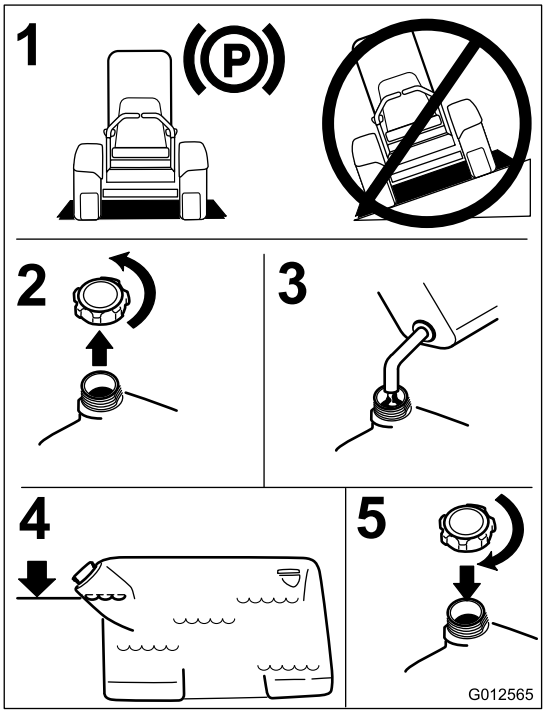

Figur 7
4. Fyld brændstoftanken op til bunden af påfyldningsstudsen. Sørg for, at der er tom plads i brændstoftanken, så benzinen har plads til at udvide sig (Figur 7).